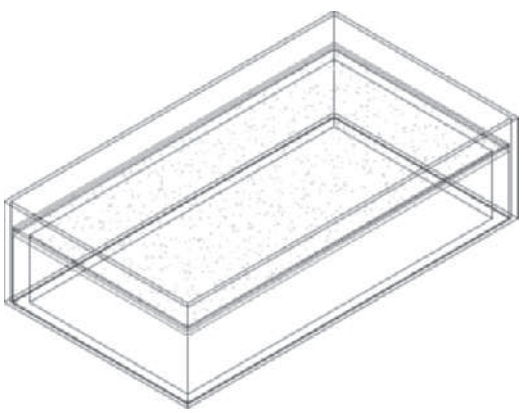

FIGURE 8.23 *SW Isometric view of roof (Imperial shown)*
10. Select **Top** from the View Cube. Choose **SW Isometric** from the View Cube to view the flat roof as shown in Figure 8.23.